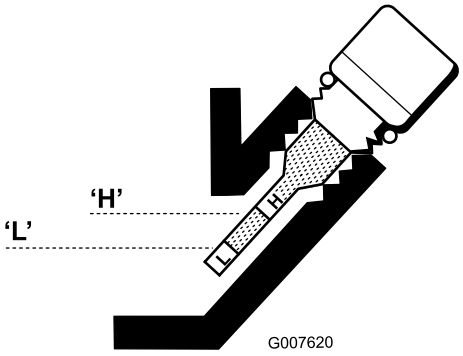

Figur 20
5. Hvis det er lite olje, tilsett kun nok olje til at nivået når opp mellom H- og L-merkene på måleren (Figur 20). **Ikke fyll på for mye.**